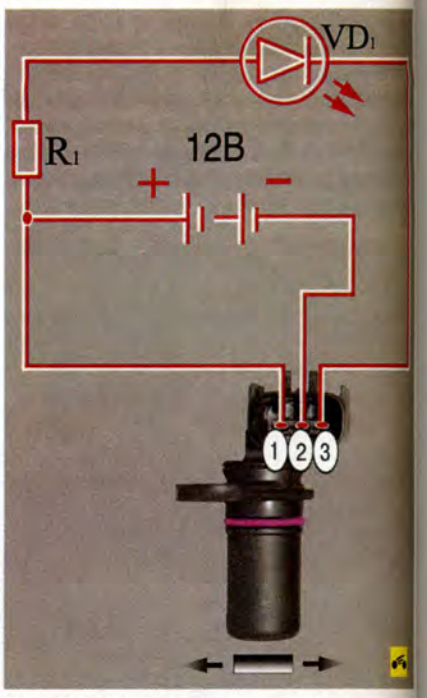

Рис. 10.5. Схема проверки датчика положения коленчатого вала: VD1 – светодиод АЛ307; R1 – ограничивающий резистор 0,8 кОм; 1, 2, 3 – номера выводов
5. Соберите схему для проверки датчика положения коленчатого вала (рис. 10.5). Подсоедините выводы к аккумуляторной батарее в соответствии с полярностью, указанной на рис. 10.5. При этом свечение светодиода будет ничтожно мало.